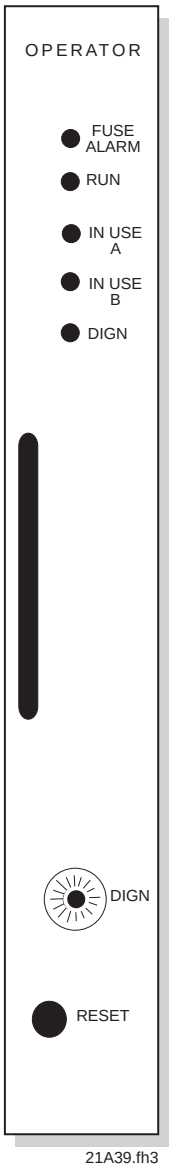

***Figure 5-34. Enhanced Operator Processor Front Panel***
***Front Panel Controls and Indicators.*** **Figure 5-34** illustrates the front panel. **Table 5-24** defines the control and indicator functions.